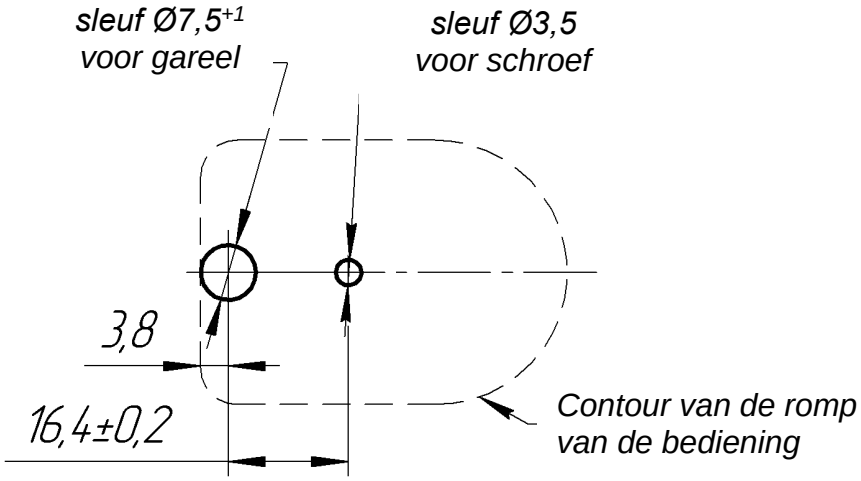

Afb. 1
- Markering aanbrengen (zie afb. 1) van de sleuven op de aanzetvlakte voor het montage van de bediening (een sleuf voor een gareel en een sleuf voor de schroef).